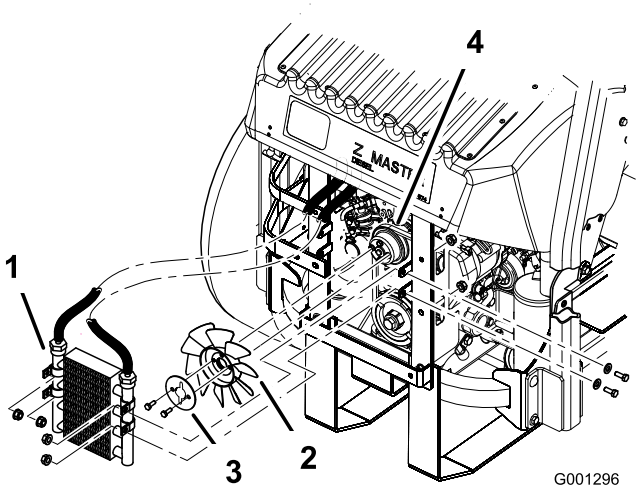

Figur 71
5. Fjern de fire boltene som fester oljekjøleren og plasserer oljekjøleren på siden (Figur 71).
6. Fjern de to boltene som fester viften og vifteplaten til maskinen (Figur 71).
10. Fest viften og vifteplaten til maskinen med de to boltene du fjernet tidligere (Figur 71).
11. Fest oljekjøleren med de fire boltene du fjernet tidligere (Figur 71).